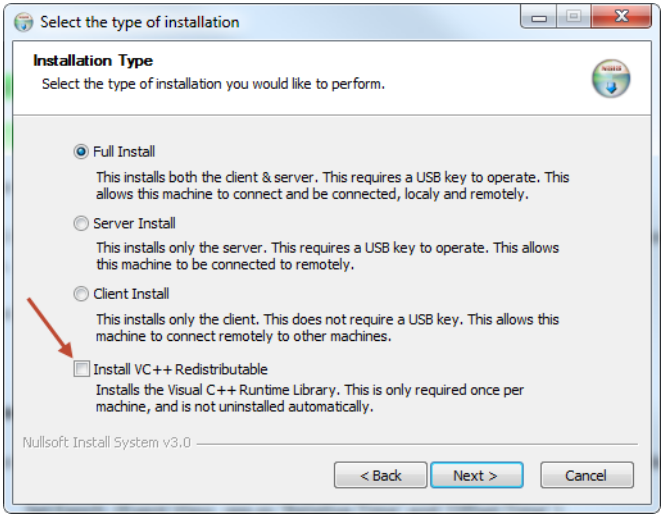

Figure 2-17 Installation Type screen
4. The VMS software is comprised of two main components, the Server component and the Client component. From the **Installation Type** screen shown in figure 2-17, select the radio button for the type of installation you will be making. For a VMS Server installation, select either *Full Install* or *Server Install*. (The *Client Install* selection is for a VMS Client workstation installation.)